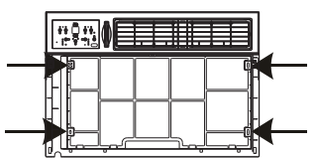

Fig.2
3. Localice los cuatro tornillos frontales y retírelos. Estos tornillos serán necesarios para reinstalar el panel frontal (ver Fig.2).